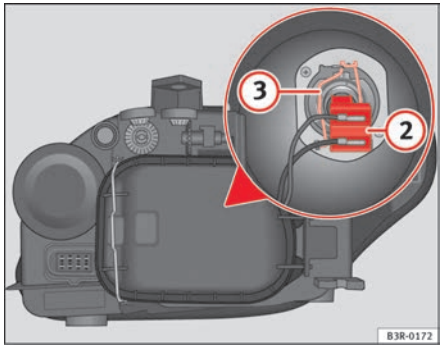

Fig. 205 Dipped headlights
- Pull the connector ⇒ fig. 205 (2) from the bulb.
- Unclip the retainer spring ⇒ fig. 205 (3) pressing inwards to the right.